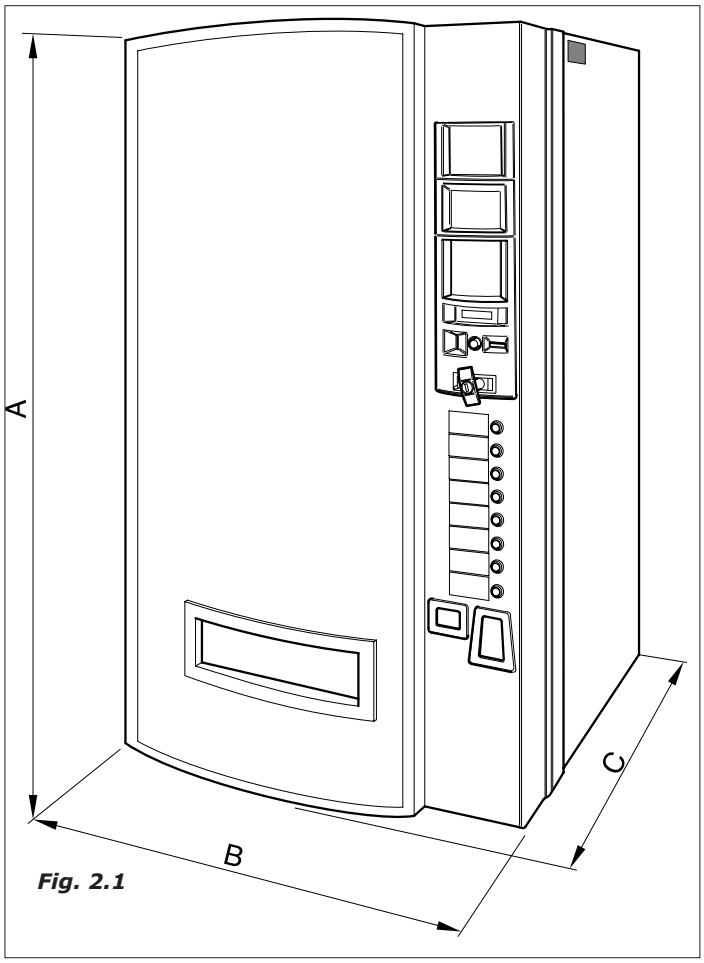

Fig. 2.1
2.0 CARACTERÍSTICAS TÉCNICAS *(Fig. 2.1)*